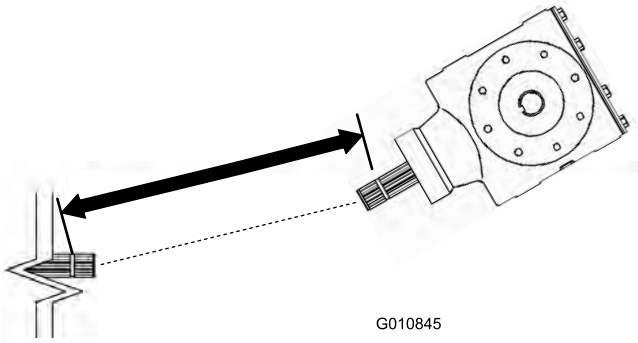
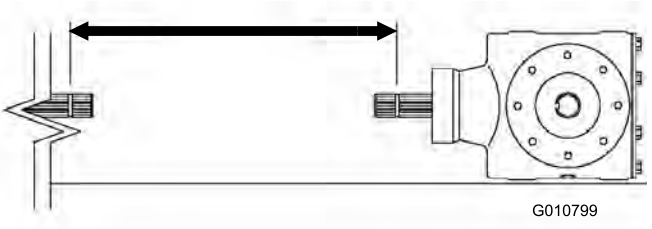
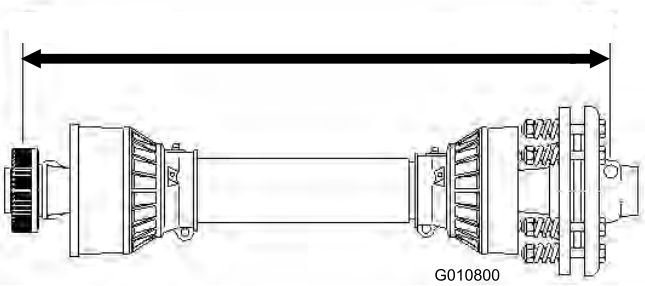

Figur 10
Figur 12
Figur 13
3. Mät avståndet från nivåskillnaden i änden av traktorns kraftuttagsaxel till nivåskillnaden på kraftuttagsaxeln på luftarens växellåda (Figur 10). Notera avståndet. Exempel: 67 cm.
5. Mät avståndet från nivåskillnaden i änden av traktorns kraftuttagsaxel till nivåskillnaden på kraftuttagsaxeln på luftarens växellåda (Figur 12). Notera avståndet. Exempel: 70 cm.
6. Mät avståndet från mitten på låspinnskulan i ena änden av kraftuttagsaxeln till mitten på låspinnsknappen i den andra änden (Figur 13). Notera avståndet. Exempel: 81 cm.
7. Ta det minsta av de två avstånden i Figur 12 och Figur 10 och dra bort det avståndet från avståndet i Figur 13. Exempel: 81 cm minus 67 cm är lika med 14 cm.